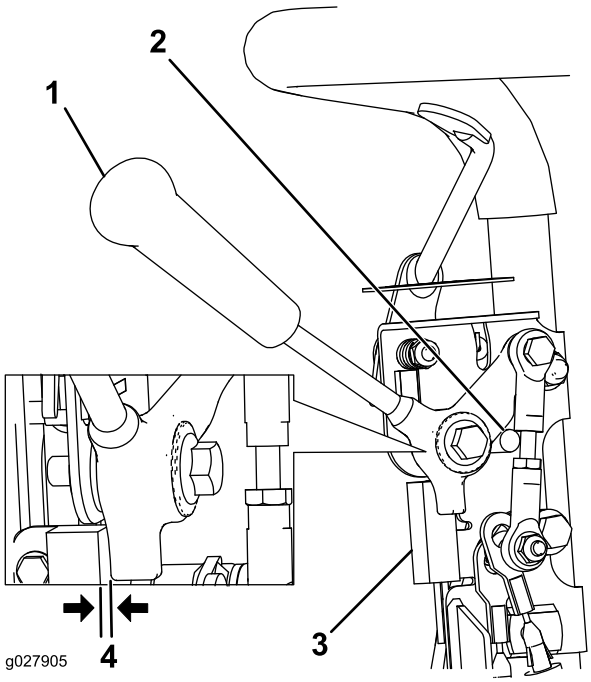

Figur 30
1. Sørg for, at motoren er slukket og at traktionshåndtaget er udkoblet og har kontakt med neutralstoppet (Figur 30).
2. Løsn sikkerhedskontaktens fastgørelsesanordninger (Figur 30).
3. Placer et 0,8 mm tykt afstandsstykke mellem traktionshåndtaget og sikkerhedskontakten (Figur 30).